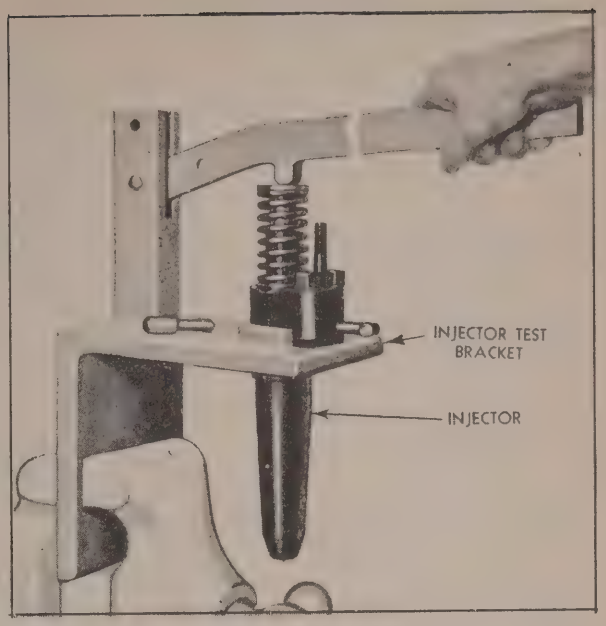

Fig. 2N
A fixture, shown in Fig. 2N, is furnished for use in disassembling, assembling, and testing the fuel injector. Unless the tests indicate that the injector is faulty, or the spray tip holes are clogged, it should not be disassembled.
1. Mount injector in socket plate of test fixture. (See Fig. 2N.)